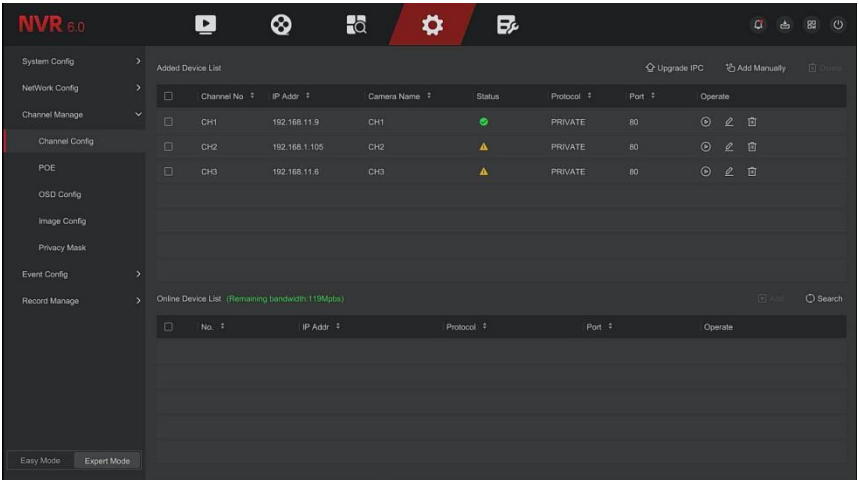

Figure 5-76
Step 1: In the main menu, click "Config → Easy Mode → Channel Manage → Channel Config" to enter Add Camera interface,as shown in Figure 5-76